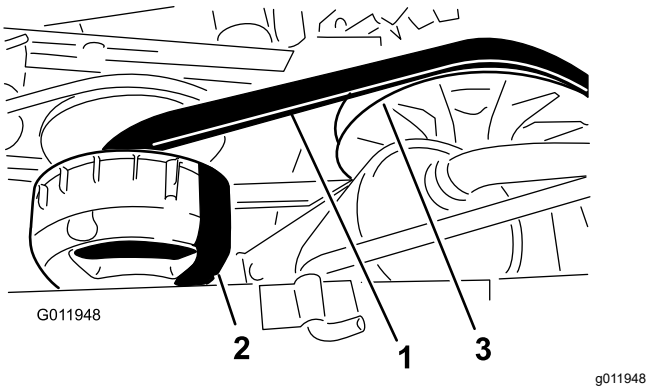

Figuur 70
4. Laat de riem (Figuur 70) ronddraaien en controleer deze op tekenen van overmatige slijtage of beschadigingen.
3. Laat de drijfriem over de secundaire koppeling ronddraaien (Figuur 70).
4. Verwijder de riem van de primaire koppeling (Figuur 70).
5. Lijn de nieuwe riem uit op de primaire koppeling (Figuur 70).
6. Laat de drijfriem over de secundaire koppeling ronddraaien (Figuur 70).